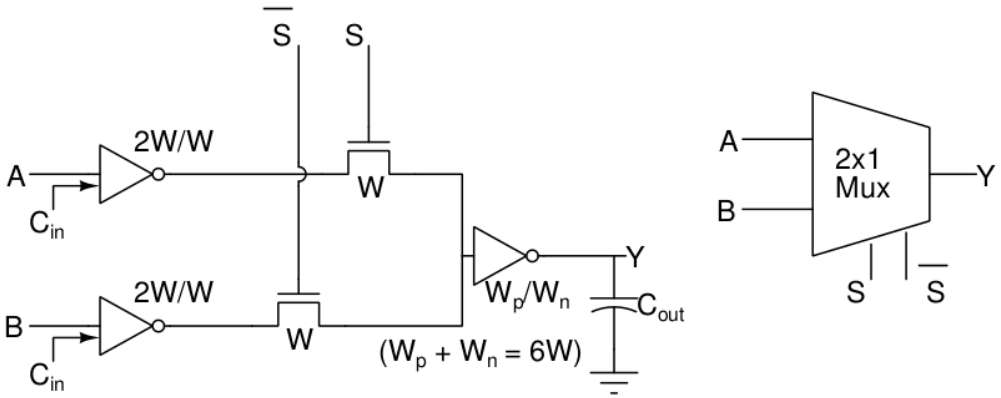

Figure 1
1. Size the pass transistor logic based multiplexor shown in Fig. 1 such that the average delay from input (A or B) to output (Y) is minimized. It is given that the electrical effort (C_{out}/C_{in}) for each path (input to output) is 2. Length of each transistor in the circuit is same (L=0.18 μm). Widths shown in the figure represents the ratio of PMOS and NMOS devices. There is a constraint for the output inverter that the total width $W_p + W_n = 6W$. Use NGSPICE simulations by including parasitic capacitances of the devices to find the sizes to minimize the delay. For your final design, show the functionality of the multiplexor with appropriate waveforms and report the delay of your circuit.